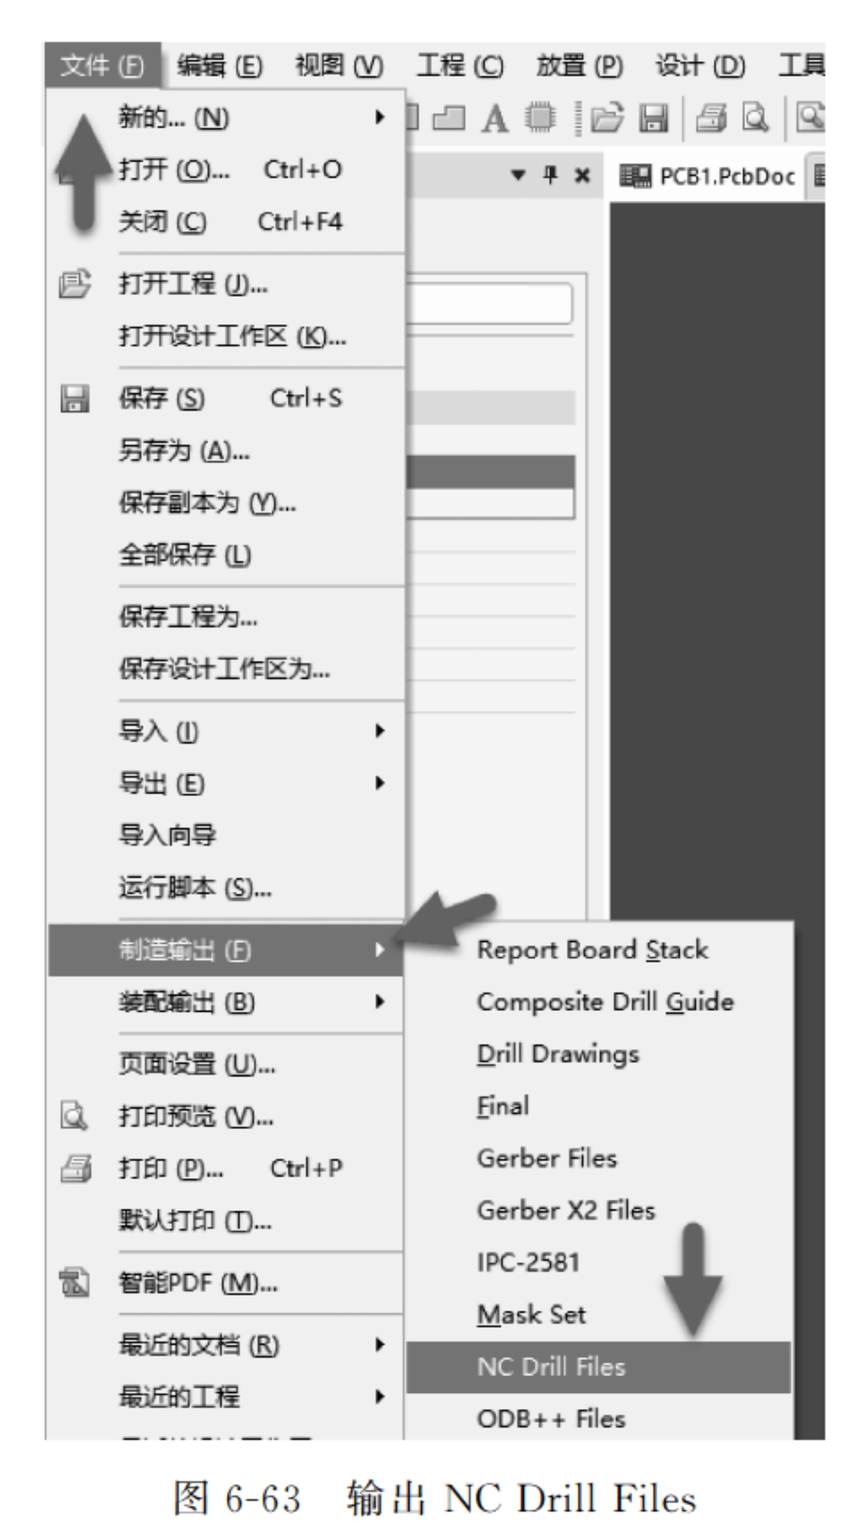

图 6-63 输出 NC Drill Files
(2) 输出 NC Drill Files(钻孔文件)。
① 切换回 PCB 编辑界面，执行菜单栏中“文件”→“制造输出”→NC Drill Files 命令，进行过孔、安装孔和通孔焊盘的输出设置，如图 6-63 所示。